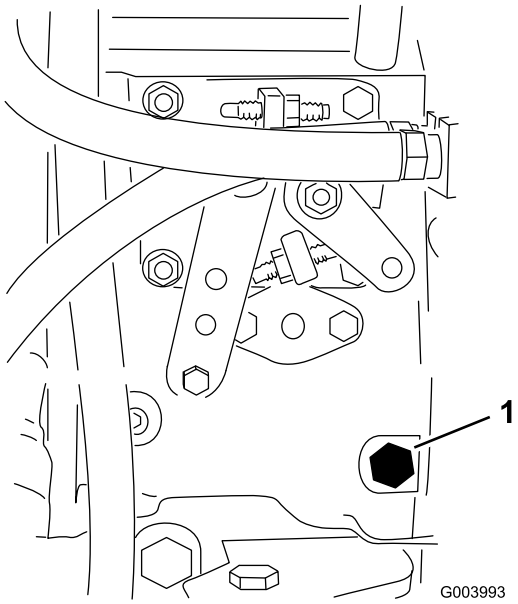

Figur 32
3. Öppna avluftarskruven på bränsleinsprutningspumpen (Figur 32) med en 12 mm nyckel.